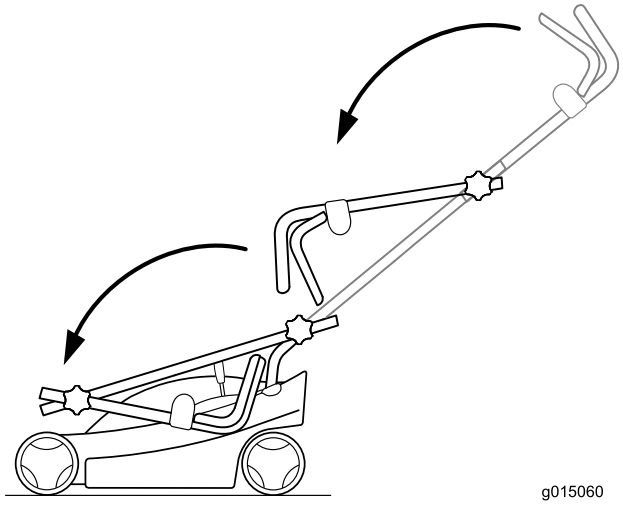
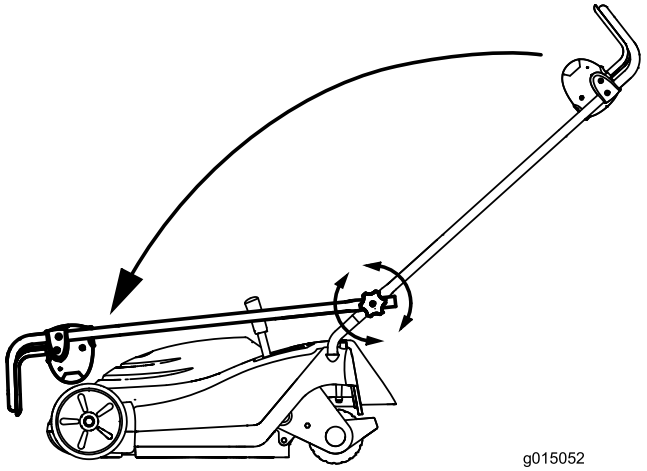

Рисунок 20
Рисунок 21
3. Сложите рукоятку, как показано на Рисунок 20 и Рисунок 21 в зависимости от вашей модели.